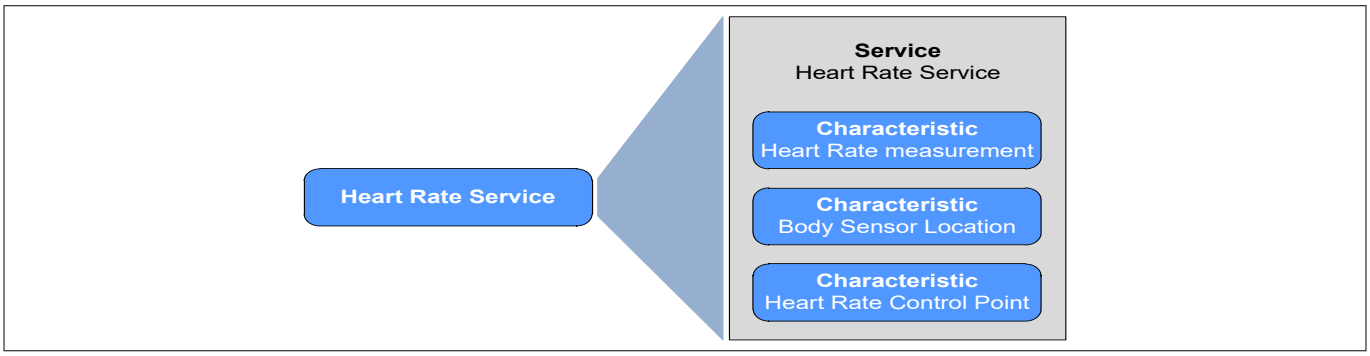

図 66　　Bluetooth® LE 心拍数サービスの例
- **サービス:** GATT サーバーによって実行される機能を定義する属性の 1 種です。サービスはキャラクタリスティックの集合であり、他のサービスを含むこともあります。サービスの概念は、関連のあるデータのグループを確立し、データ階層を提供するために使用されます。心拍数サービス (HRS) の例は、図 66 を参照してください。